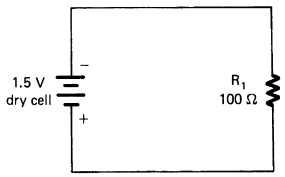

FIGURE 2-4B Simple resistive circuit.
2. Construct the circuit illustrated in Fig. 2-4B.
3. The circuit represents a dry cell in a *loaded* state (large current output). Measure the dry cell voltage with it loaded as shown in Fig. 2-4B: _____ V.